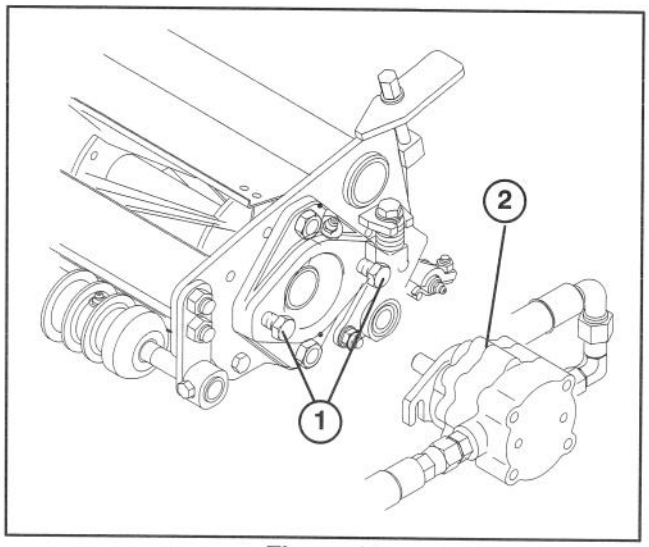

Figure 10
4. Assemble the mounting capscrews for the reel drive motor to each cutting unit. Leave approximately 1/2 in. of threads exposed on each mounting capscrew (Fig. 10).
7. Coat the spline shaft of the motor with clean grease and install the motor by rotating the motor clockwise so the motor flanges clear the studs. Rotate the motor counter–clockwise until the flanges are encircling the studs and tighten the mounting capscrews (Fig. 10).